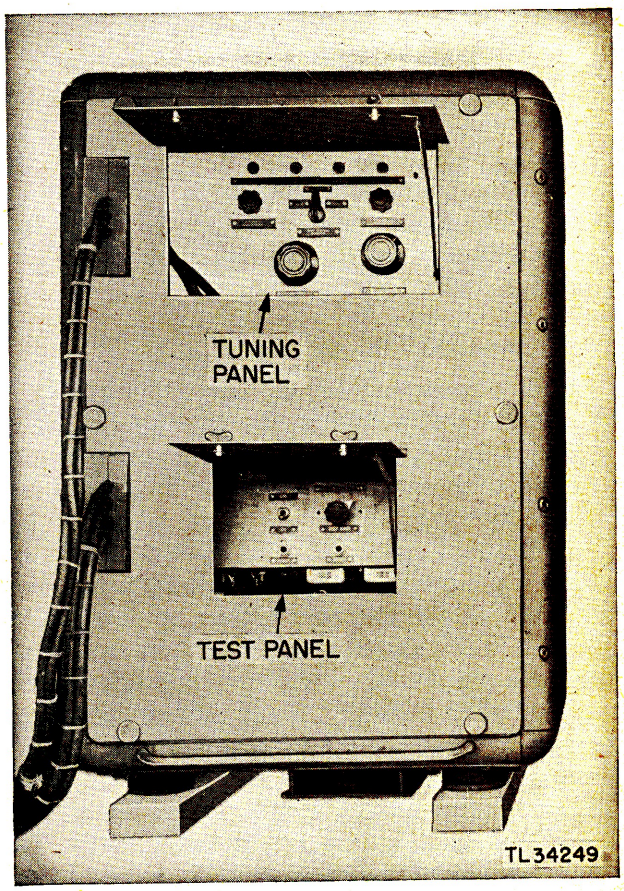

Figure 82. Track receiver, front view.
50. Track Receiver BC-1055-A (fig. 82)